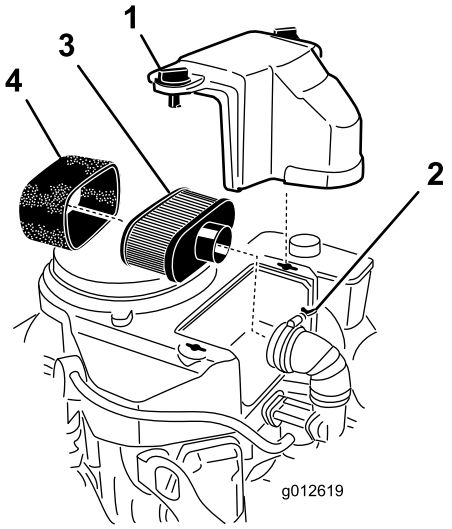

**Figur 32**
3. Gör rent runt luftrenaren så att inte smuts faller ner i motorn och orsakar skador (Figur 32).
4. Öppna kåpans vred och ta bort luftrenarkåpan (Figur 32).
5. Skruva loss slangklämman och ta bort luftrenarenheten (Figur 32).
6. Dra försiktigt bort skumplastinsatsen från pappersinsatsen (Figur 32).
1. Rengör pappersinsatsen genom att knacka på den för att få bort damm. Om pappersinsatsen är mycket smutsig bör den bytas ut mot en ny (Figur 32).
Rengör inte pappersfiltret. Byt ut det var 200:e körtimme (Figur 32). Kontrollera att gummitätningen inte har sprickor, oljebeläggning eller skador och byt ut den om den är skadad.
1. Skjut försiktigt på skumplastinsatsen på pappersinsatsen (Figur 32).
2. Sätt luftrenaren på luftrenarbasen eller slangen och fäst den (Figur 32).
3. Sätt luftrenarkåpan på plats och dra åt kåpvreden (Figur 32).